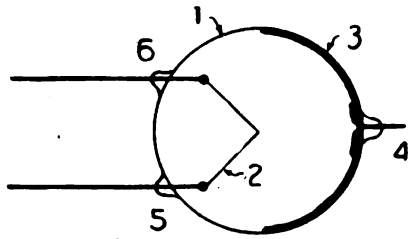

Fig. 2.
La prima cellula costruita nel corso degli esperimenti è mostrata schematicamente in fig. 2. In un bulbo di vetro (1) è racchiuso un filamento (2) e una placca fotoelettrica (3). I contatti 4, 5 e 6 servirono per le connessioni esterne. Questo tubo fu collegato come in fig. 3, in cui vediamo il tubo connesso ad una batteria per accendere il filamento, accensione che viene regolata da un reostato 8. Se noi connettiamo la placca sensibile per mezzo di un filo 10 allo stelo sensibile di un elettrometro sensibile, noi vediamo che la foglia d'oro prende una posizione diversa a seconda la carica elettronica accumulatasi sulla placca fotoelettrica, come risultato della emissione termoionica del filamento. Se si fa ora cadere un raggio di luce sulla cellula fotoelettrica si avrà il funzionamento di tale cellula in quanto la placca perderà parte della sua carica, e quindi l'elettrometro ne darà avviso con il variare dell'angolo formato dalla foglia d'oro.